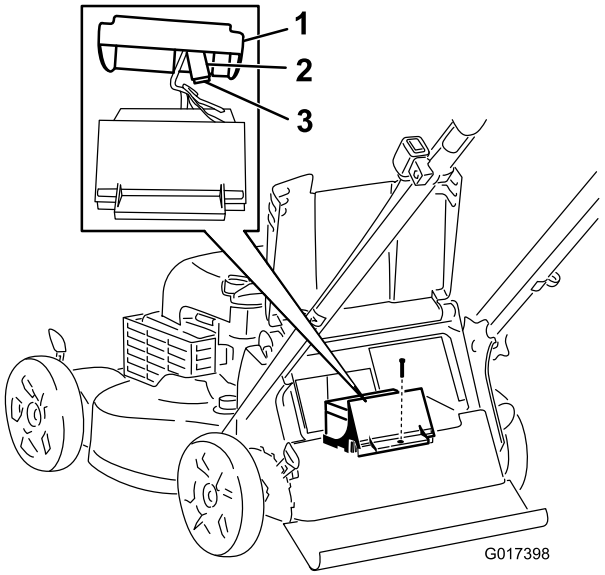

Figur 25
3. Ta bort den skruv som håller fast batterifacket, dra ut batteriet och leta reda på säkringen (Figur 25).
4. Byt säkringen i hållaren (Figur 25).